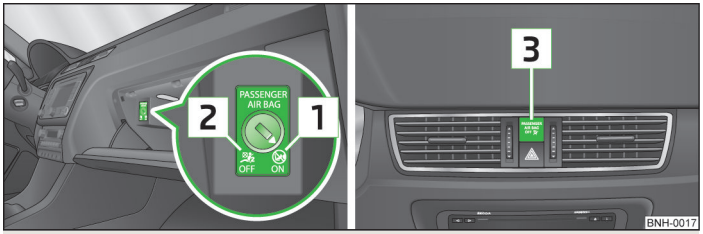

Fig. 86 **Key-operated switch for the front passenger airbag/indicator light for front seat passenger airbag deactivation**
- Airbags that are switched off are indicated in the middle of the dashboard by the indicator light OFF in the display PASSENGER AIR BAG OFF » Fig. 86 3.
- Use the key to turn the slot of the key switch into position 2 » Fig. 86 **OFF**.
- Use the key to turn the slot of the key switch into position 1 » Fig. 86 **ON**.